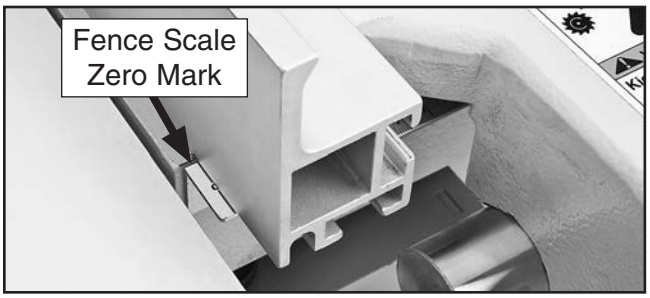

Figure 161. Rip fence scale zero mark.
3. Observe reading on scale underneath rip fence (see **Figure 161** for an example).